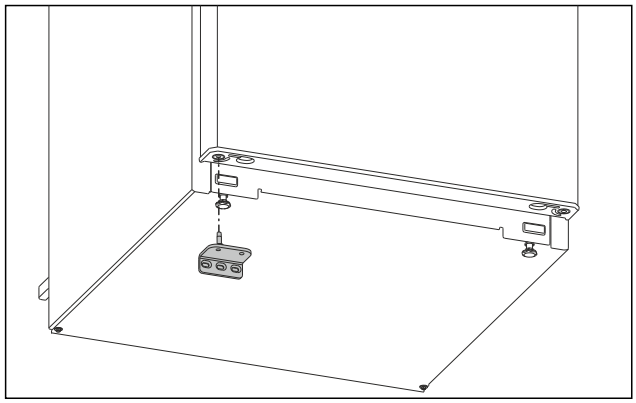

Fig. 16
▶ Ievietojiet apakšējo gultņa balstu pretējā pusē. (skat. Fig. 16)